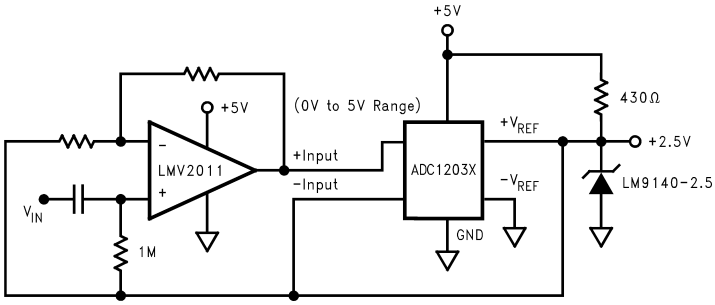
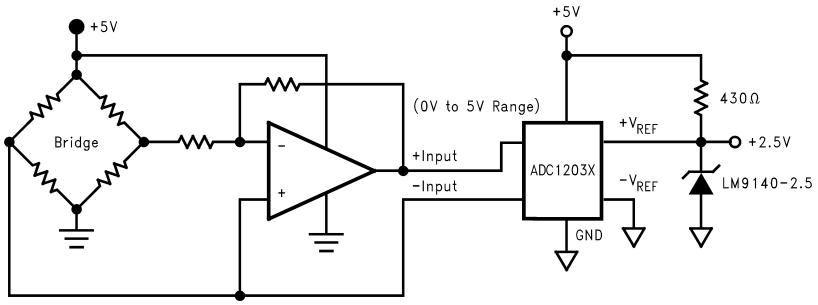

Figure 36. AC Coupled ADC Driver
Figure 37. DC Coupled ADC Driver
The LMV2011 is a great choice for an amplifier stage immediately before the input of an ADC (Analog-to-Digital Converter), whether AC or DC coupled. See Figure 36 and Figure 37. This is because of the following important characteristics:
E) Rail-to-Rail output swing maximizes the ADC dynamic range in 5-Volt single-supply converter applications. Below are some typical block diagrams showing the LMV2011 used as an ADC amplifier (Figure 36 and Figure 37).